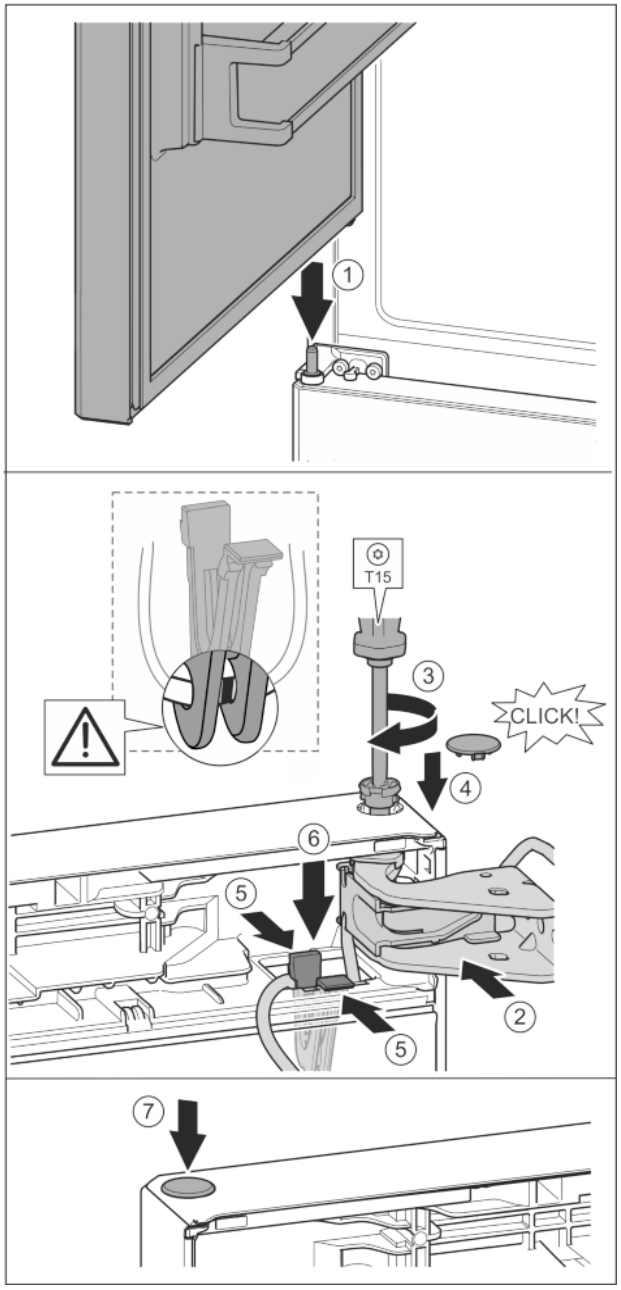

Fig. 37
- ▶ Bovenste deur op de middelste lagerbout plaatsen. *Fig. 37 (1)*
- ▶ Deur boven uitlijnen op de opening in de lagerbus. *Fig. 37 (2)*
- ▶ Bouten aanbrengen en met schroevendraaier T15 vastschroeven. *Fig. 37 (3)*
- ▶ Veiligheidsafdekking voor de veiligheid van de deur monteren: Veiligheidsafdekking aanbrengen en controleren of deze op de deur rust. Anders bout volledig aanbrengen. *Fig. 37 (4)*
- ▶ Houder met de hieraan bevestigde kabel in de opening aanbrengen. *Fig. 37 (5)*
- ▶ Houder naar onder drukken tot de las vastklikt. *Fig. 37 (6)*
- ▶ Stop aanbrengen. *Fig. 37 (7)*